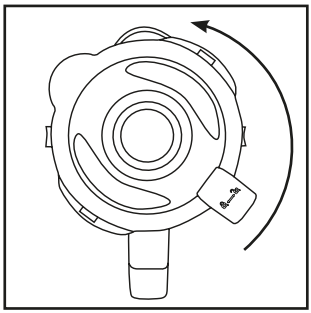
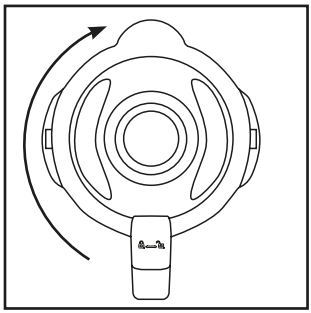

Abb.1
Abb.2
1) Drehen Sie den Mixaufsatz ❸ gegen den Uhrzeigersinn bis der Pfeil ▼ unter dem Griff des Mixaufsatzes über der Position 🔓 steht. Nehmen Sie den Mixaufsatz ❸ gerade nach oben vom Motorblock ❻ ab.
2) Entfernen Sie den Deckel ❷, indem Sie ihn so weit gegen den Uhrzeigersinn Richtung Position 🔓 drehen (siehe Abb. 1), bis Sie ihn nach oben abziehen können.
3) Befüllen Sie den Mixaufsatz ❸.
4) Drücken Sie den Deckel ❷ versetzt wieder fest auf den Mixaufsatz ❸ auf. Schließen Sie den Deckel ❷, indem Sie ihn im Uhrzeigersinn in die Position 🔒 drehen, bis er hörbar einrastet (siehe Abb. 2). Achten Sie darauf, dass die Ausgießnase am Mixaufsatz ❸ verschlossen ist. Nur wenn der Deckel ❷ bündig aufgesetzt ist, kann der Motor starten.